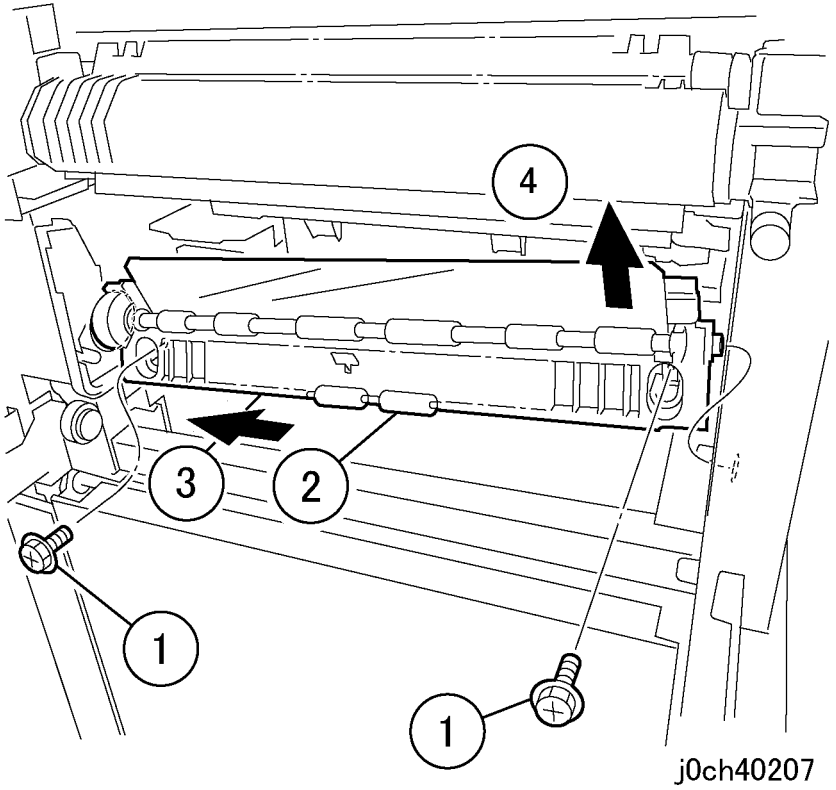

Рисунок 2 Подготовка к снятию узла регистрации (j0ch40207)
6. Подготовьтесь к снятию узла регистрации (рисунок 2).